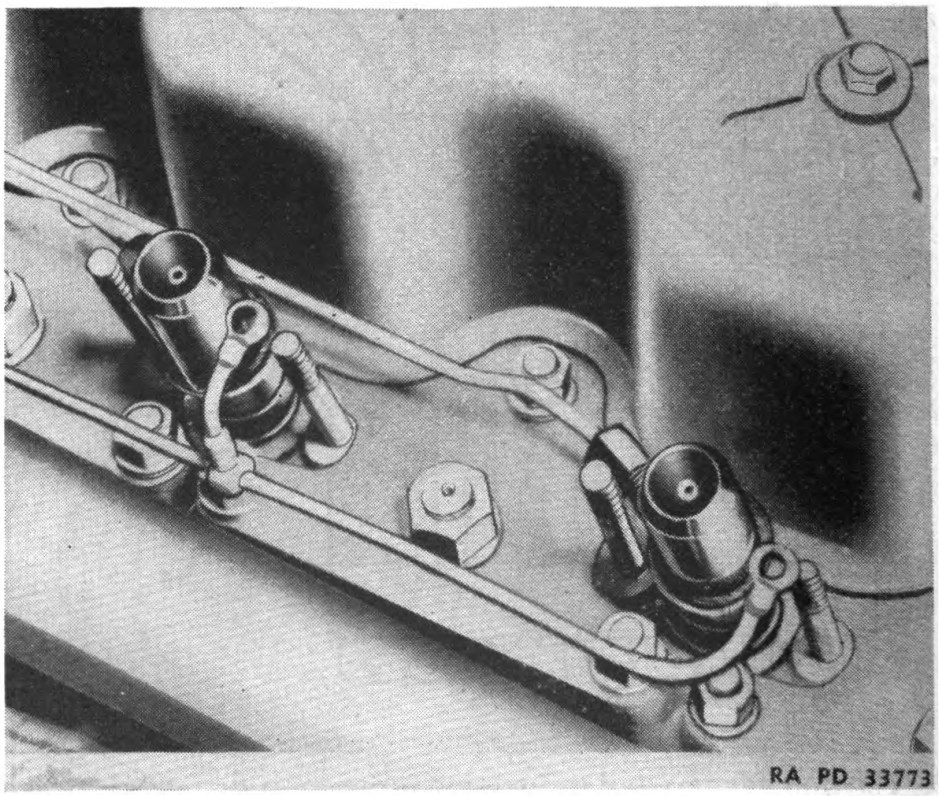
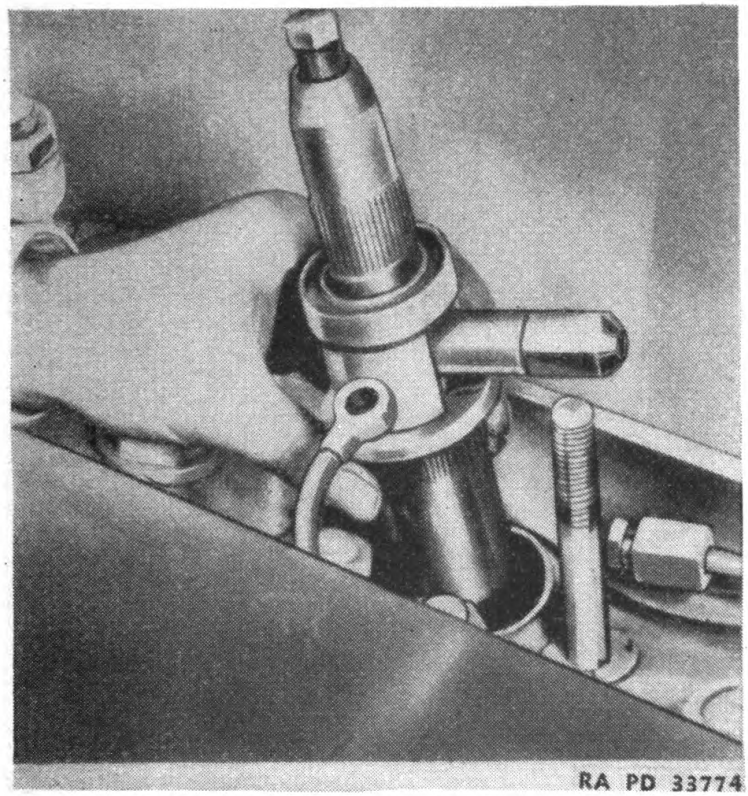

FIGURE 52.—Checking fuel injection valves.
FIGURE 53.—Removal of fuel injection valve.
b. Testing fuel injection valve.—Before testing a fuel injection valve, clean all dust and dirt from the valve and adjacent areas; then disconnect fuel injection line and fuel drain line and remove the hold-down nuts that keep the valve in place (fig. 53). Turn the valve in a horizontal position if possible or upside down (fig. 52) and connect the fuel line again.
(1) Before testing the valve, loosen the line nuts above each pump not being tested to prevent fuel being injected into the cylinders.
(2) Start the starting engine, and with the Diesel engine compression release lever in the "start" position, engage starter pinion and clutch. If the starting engine is operated slightly above its low idle speed, the Diesel engine will be turned sufficiently fast to insure an accurate check on the spray characteristics of the valve.